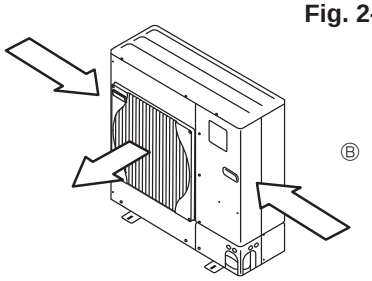

Fig. 2-5
③ Bringen Sie die Anlage so an, daß die Abluft aus der Luftaustrittsöffnung im rechten Winkel zu derjenigen Richtung geführt wird, aus der saisonal bedingt starker Wind bläst. (Fig. 2-5)